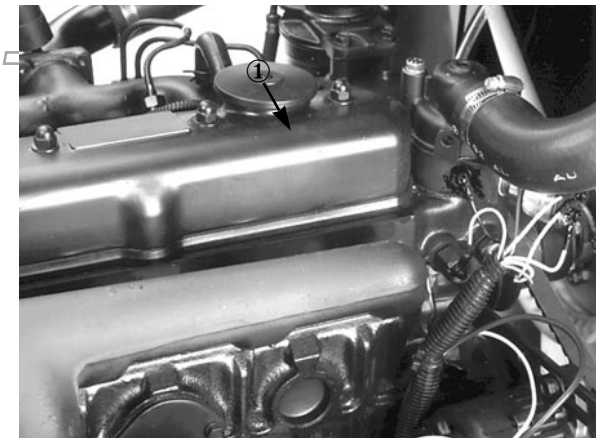

Afbeelding 3
4. Indien het oliepeil onder de FULL-markering staat, verwijdert u de vuldop (Afb. 3) en vult u SAE 10W-30 olie bij totdat het peil tot aan de FULL-markering staat. VUL NIET TEVEEL OLIE BIJ. De inhoud van het carter is 6,5 L (6,9 US quart), met inbegrip van het filter.